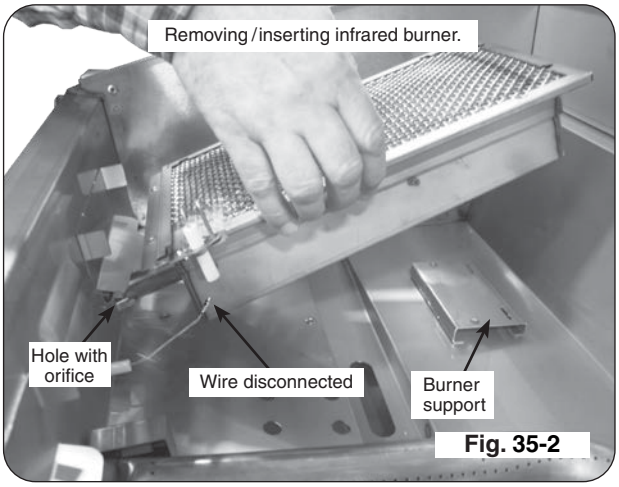

Fig. 35-2
3. Carefully lift the infrared burner from the burner support and out from the hole in the forward fire wall (see Fig. 35-2).
4. Use a $^1/_2$" hex nut driver to remove the exposed orifice. Access it through the hole in the forward firebox plate inside the grill (Fig. 35-2). Check orifice. If needed, replace it with the correct orifice for the new gas.